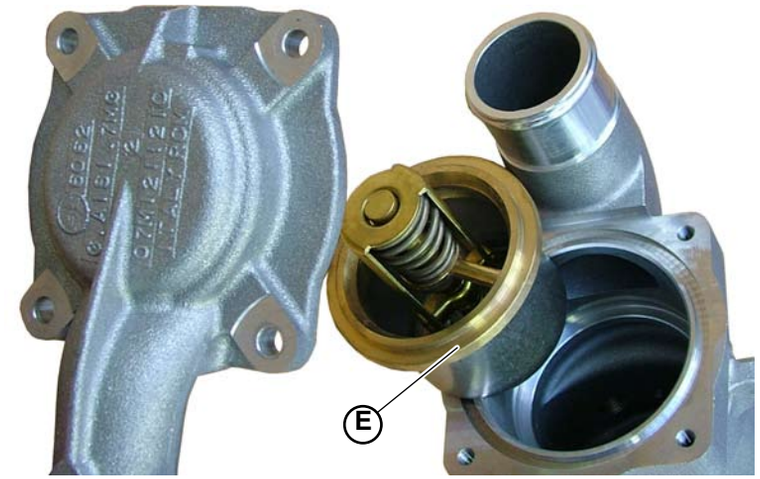

Fig.2
3. Take the thermostatic valve (**E-Fig.2**) out.